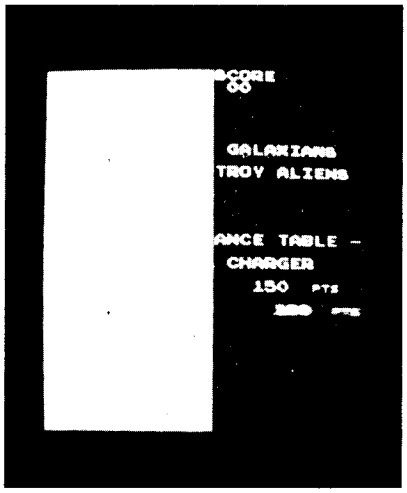
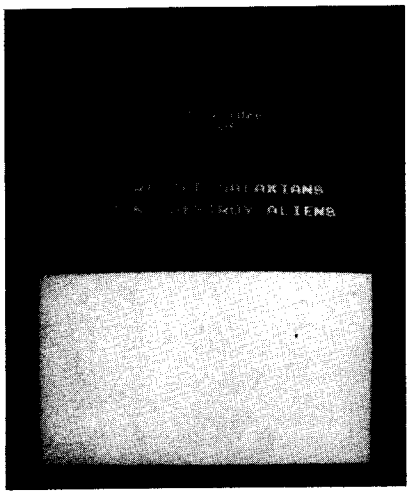

Fig. 2 Normal VB as seen with the video probe on pin 12 of IC6A
Fig. 6 Normal HB as seen with video probe on pin 12 of IC4A.
5) If there is no problem here, change the corresponding 74LS368, according to Fig. 2. The sounds corresponding to switches are given in table 1.
Figures 2 through 16 show the 8 basic types of data as seen by the video probe. As can be seen in Fig. 2, 3 and 4, the VB signals start out wide and few and get thinner and more numerous as the probe is moved from pi 12 to 14 of IC5A and IC6A. The above description applies to Figures 6, 7, and 8, substituting HB signals with VB signals and IC3A and IC4A with IC's· 5A and 6A.